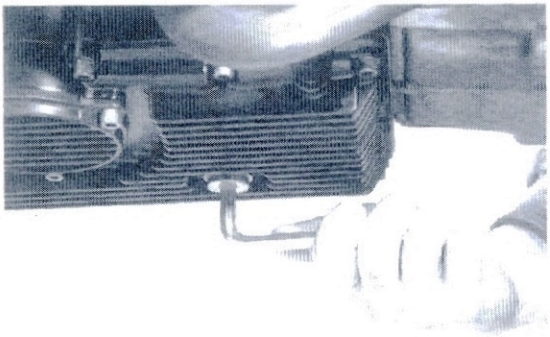

Bild 34
- Motorrad auf Hauptständer stellen und geeignetes Auffanggefäss (min. vier Liter Fassungsvermögen) unterschieben, Ölablass-Schraube (Bild 34) ausdrehen.